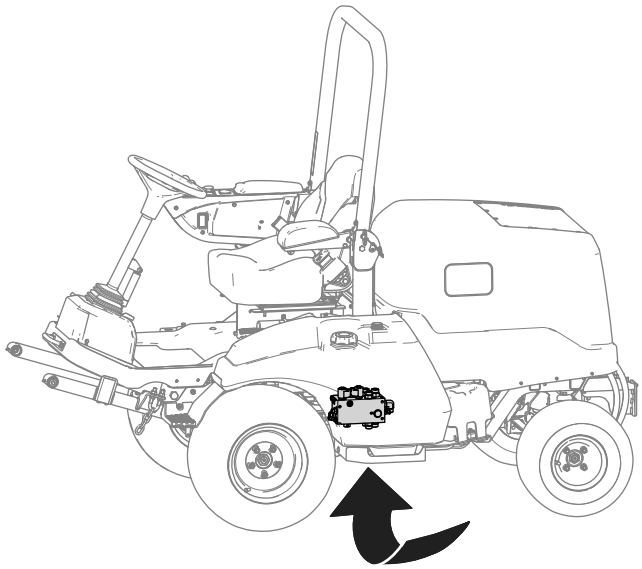

Figura 20
3. Localice el distribuidor de elevación desde debajo de la máquina (Figura 20).